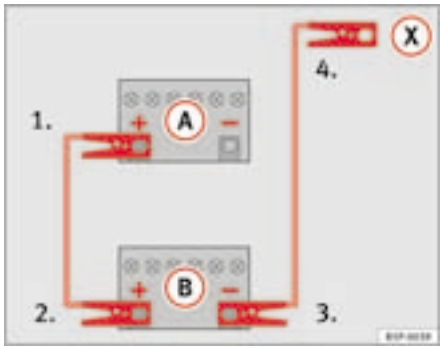

Fig. 198 How to connect the jump leads
In ⇒ fig. 198, the flat battery is (A) and the charged battery (B).
1. Connect one end of the red jump lead to the positive ⇒ fig. 198 (+) terminal of the vehicle with the flat battery ⇒ ⚠.
4. Connect the other end of the black jump lead (X) to a solid metal component which is bolted on to the engine block, or onto the engine block itself of the vehicle with the flat battery. Do not connect it to a point near the battery ⇒ ⚠.